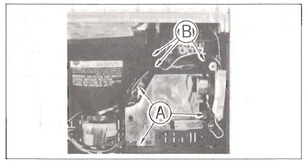

Fig. 6
Unfasten the three screws marked Ⓐ in Fig. 6, and then remove the PAL/SECAM P.C. Board.
3. Unfasten the three screws marked (B) in Fig. 6.